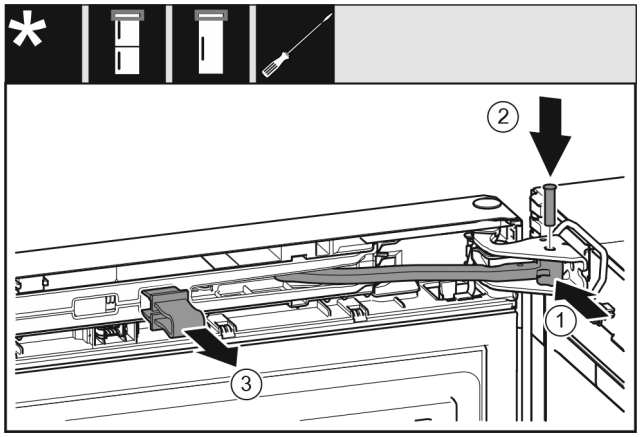

Fig. 45
- ▶ Pagrieziet šarnīru *Fig. 45 (1)* gultņa balstā.
- ▶ Ievietojiet tapu *Fig. 45 (2)* gultņa balstā un šarnīrā. Uzmaniet, lai fiksācijas izcilnis pareizi atrastos rievā.
- ▶ Noņemiet aizturi *Fig. 45 (3)*.